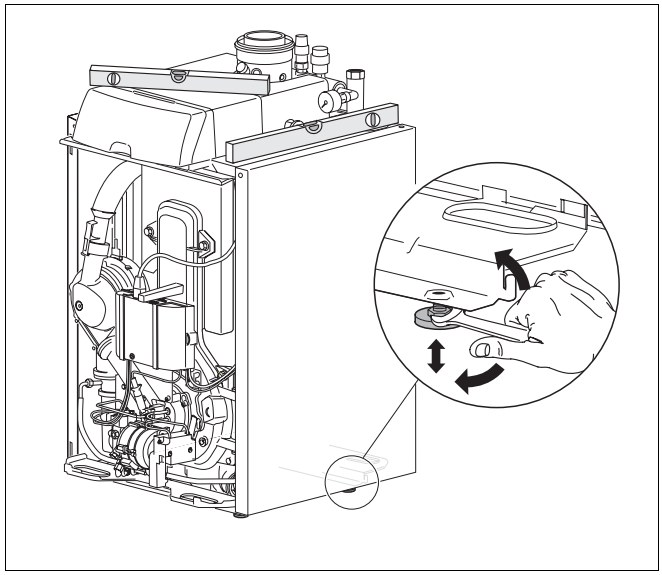

Rys. 21 Poziomowanie kotła za pomocą śrub poziomujących i poziomicy
- Ustawienie kotła wyrównać z pomocą poziomicy w pionie i poziomie, aby nie dopuścić do gromadzenia się w nim powietrza (rys. 21).